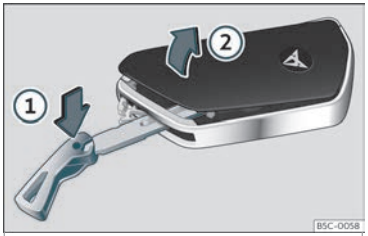

Abb. 68 Fahrzeugschlüssel: Deckel des Batteriefachs öffnen.
• Schlüsselbart in den Schlitz››› **Abb. 68** stecken, in Pfeilrichtung ① drücken und Abdeckkappe abhebeln ②.